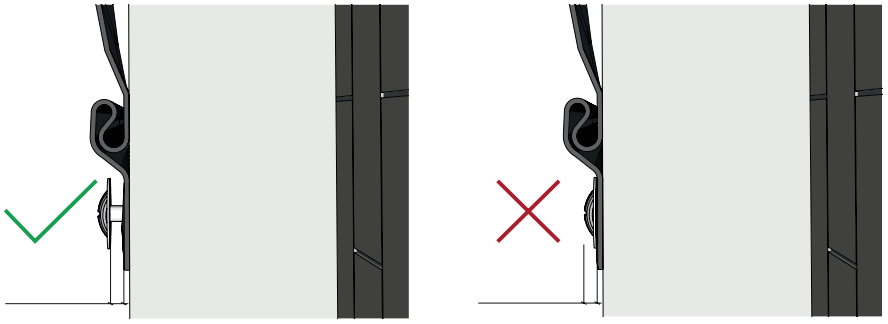

*Рисунок 2*
6.1 Между шляпкой самореза и панелью или доборным элементом необходимо оставлять зазор 1-1,5 мм (рис. 2), для возможности движения панели при тепловых расширениях.